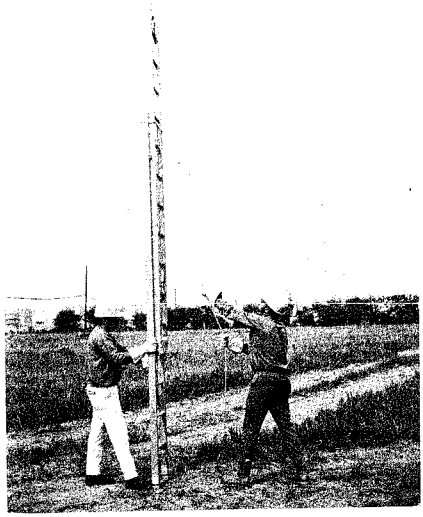

Fig. 33 – Two-Man Method of Extending Top Section
8.05 One craftsman shall hold the side rails of the lower section on the back side of the ladder during the raising and lowering of the upper section by another craftsman. Exercise care to prevent the ladder guide irons from striking and injuring the hands of the craftsman holding the side rails. The positions to be taken by the craftsmen are shown in Fig. 33. The ladder is raised by the second craftsman.